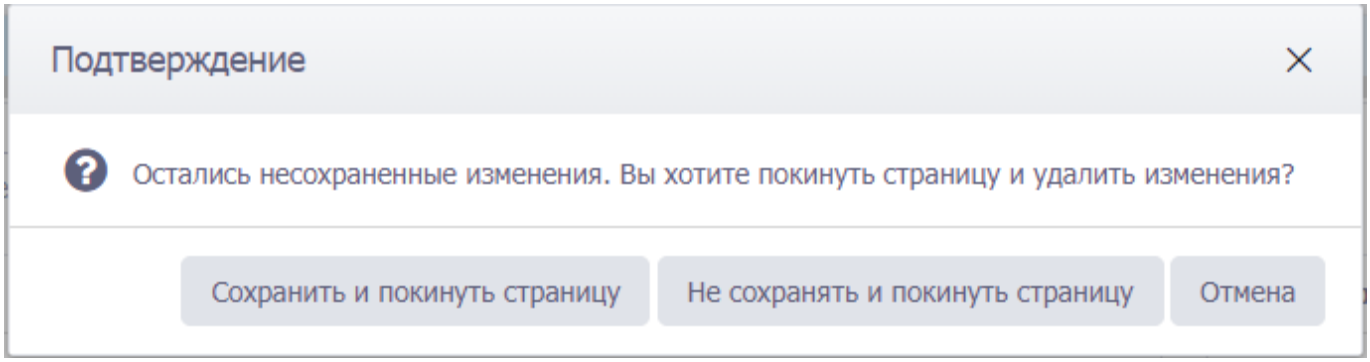

Рис. 2.4
- Автоматическое сохранение при переходе между вкладками. Если переключатель установлен на Выкл, то при переходе на другую вкладку будет появляться окно подтверждения сохранения данных (рис. 2.4). Если переключатель установлен на Вкл, изменения будут сохраняться автоматически без подтверждения.